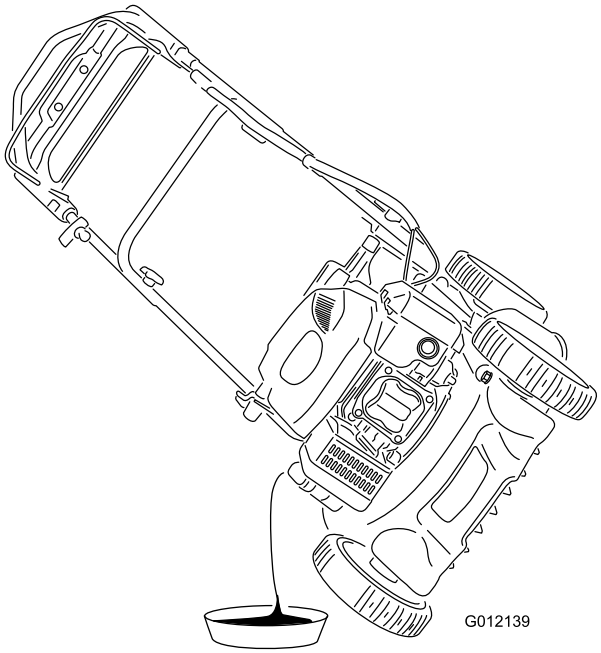

Figura 20
4. Inclinate il tosaerba sul fianco, con l'asta di livello in basso, per vuotare l'olio usato attraverso il tubo di riempimento nella bacinella di spurgo (Figura 20).